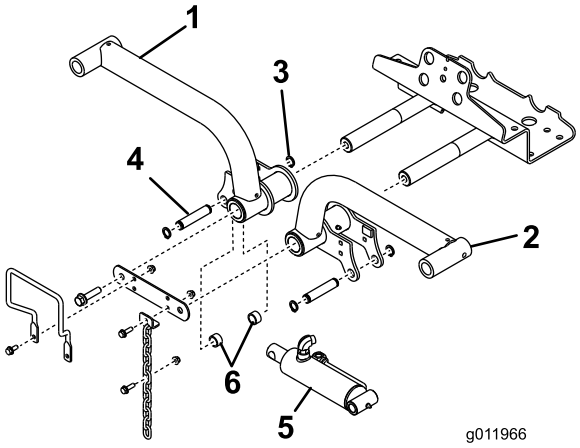

Figur 15
4. Skjut in lyftarmarna i de vridbara axlarna (Figur 15) och fäst varje arm med den länk till lyftarmens vridbara axel och de bultar som du tidigare tog bort.
6. Fäst lyftcylinderns högra ände på den högra lyftarmen med ett stift och två avståndsbrickor (Figur 15). Fäst den med en fästring.